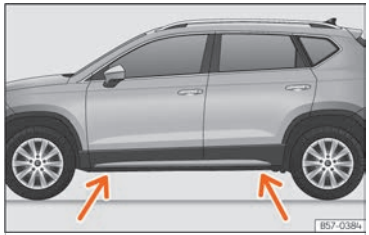

Fig. 228 Punts de suport del gat.
- Cerqueu al llarguer la marca del punt de recolzament del gat (zona enfonsada) més proper a la roda a canviar ››› fig. 228.